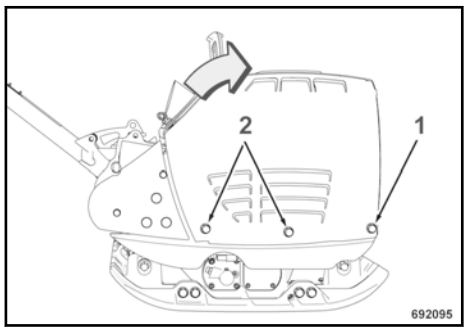

Fig. 82
Loosen the hood fasteners (1) on both sides and remove the fasteners (2) from both sides ↳ Fig. 82.